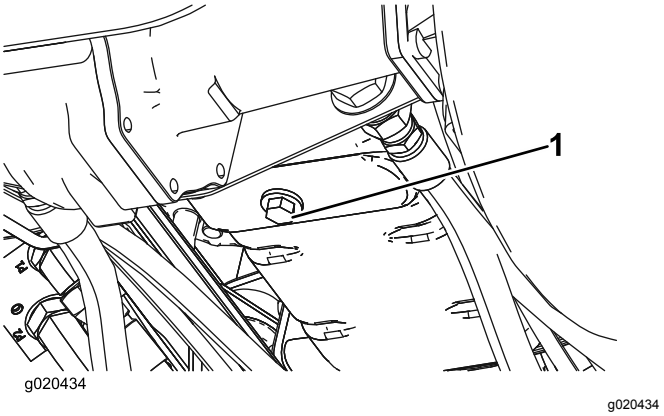

Figura 59
1. Retire el tapón de vaciado (Figura 59) y deje fluir el aceite a un recipiente apropiado. Cuando el aceite deje de fluir, coloque el tapón de vaciado.